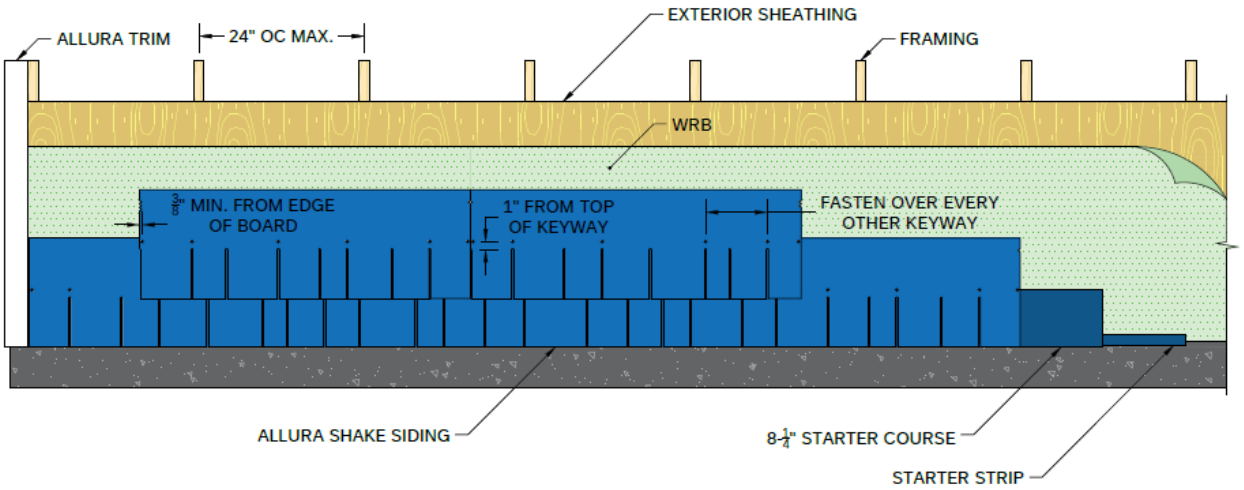

Figure 10 – Allura® Shake Select Siding Every Other Keyway Fastening Details
2. See Figure 10
6. V = Basic design wind speed (mph) per ASCE 7-22 or 2024 IBC Figures 1609.3(1) through 1609.3(4).